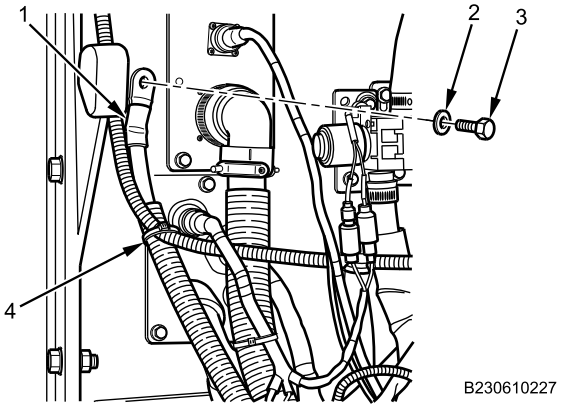

Figure 3. Firewall Ground Cable.
1. Remove bolt (Figure 3, Item 1) and washer (Figure 3, Item 4) from right side wheel deflector (Figure 3, Item 3) and remove ground cable (Figure 3, Item 2).
1. Install ground cable (Figure 3, Item 1) on firewall with bolt (Figure 3, Item 3) and washer (Figure 3, Item 2). Tighten securely.
2. Install new cable lock strap (Figure 3, Item 4) on ground cable (Figure 3, Item 1) as noted in removal.